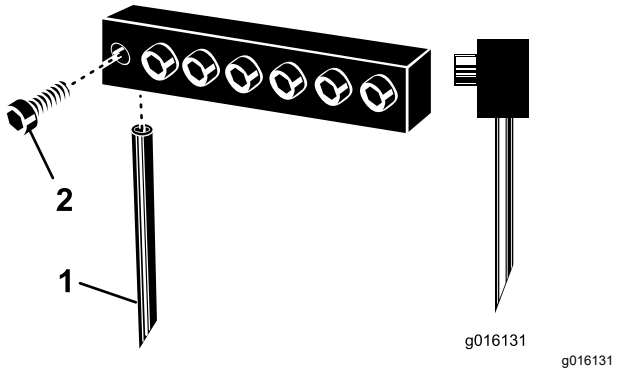

Figura 30
3. Allentate le caviglie e rimuovete le fustelle usate in precedenza (Figura 30).
Nota: Posizionate le fustelle di carotaggio cave con la scanalatura di espulsione verso la parte posteriore. Posizionate le fustelle piene con l'angolo della punta rivolto verso la macchina (Figura 30).